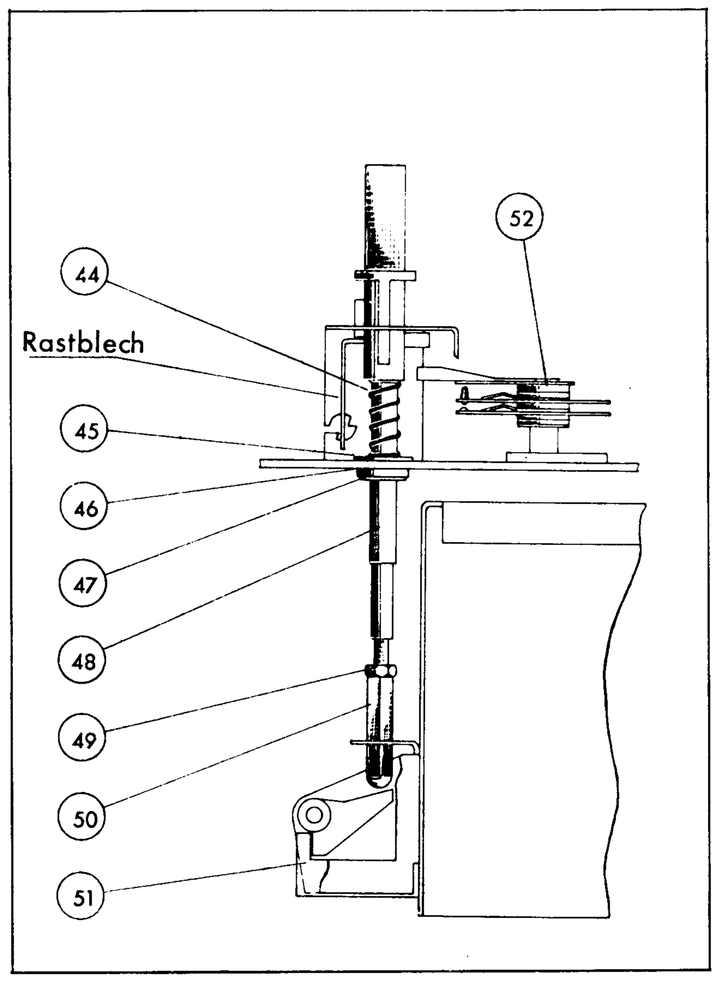

Bild 6 Verstärkerumschalter
Kontakt V 411 [(52) Bild 6] schließt nicht	Nachjustieren